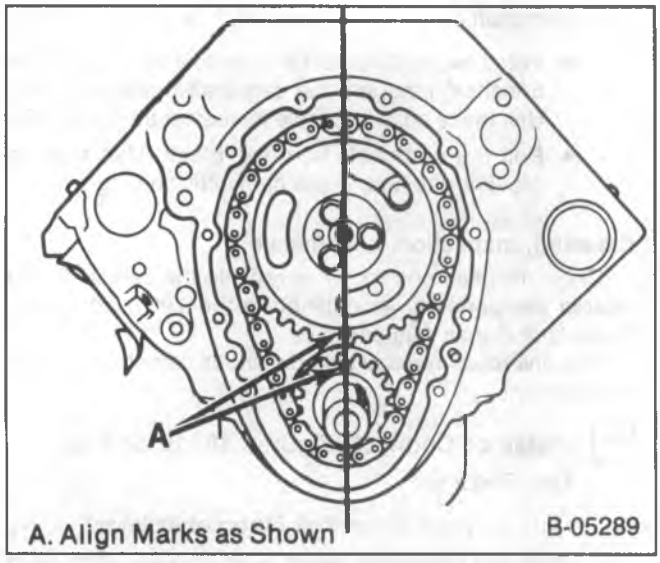

Figure 18—Timing Marks
Remove or Disconnect (Figures 18, 19 and 20)
Install or Connect (Figures 18, 19 and 20)
- Line up the timing marks on the camshaft sprocket and crankshaft sprocket (figure 18).